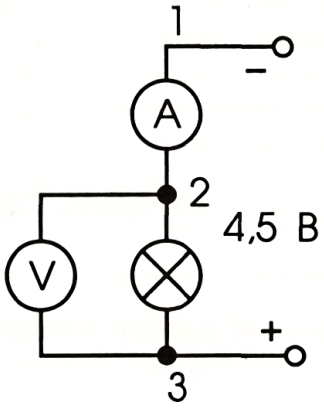

Рис. 1
2. Соберите электрическую цепь по рис. 1.